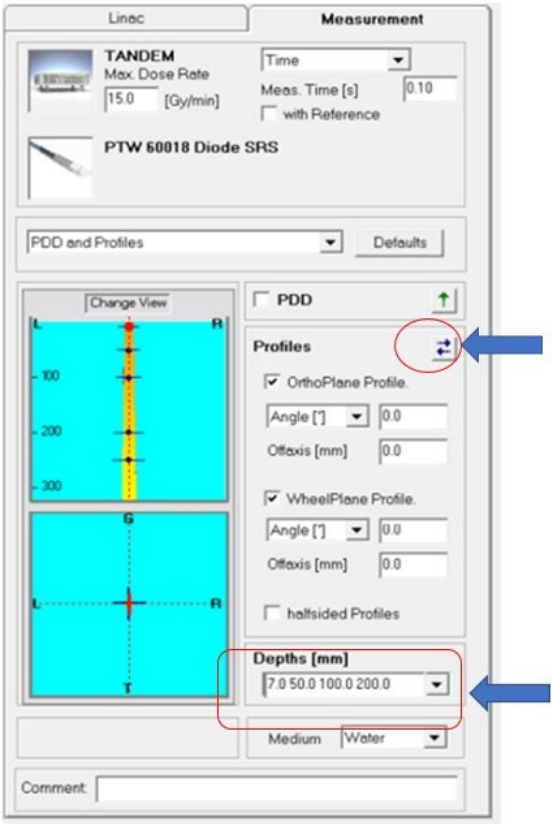

Figure 1-20. Mesure OCR
4. Au collimateur de 25 mm, accédez à PTW Mephysto, désélectionnez PDD et sélectionnez **OthoPlane**/**WheelPlane** sur **Profile** (Profil). Modifiez la direction de la numérisation avec l'icône et modifiez les profondeurs à $\mathbf{D_{max}}$ (7,0 mm), 50, 100, 200, et 250 mm. Allumez le faisceau pour 50 000 UM à partir de l'étalonnage TDS Linac et démarrez la numérisation PTW immédiatement après l'activation du faisceau. La configuration et les graphiques typiques sont illustrés ci-dessous (voir Figures 1-20 et 1-21).